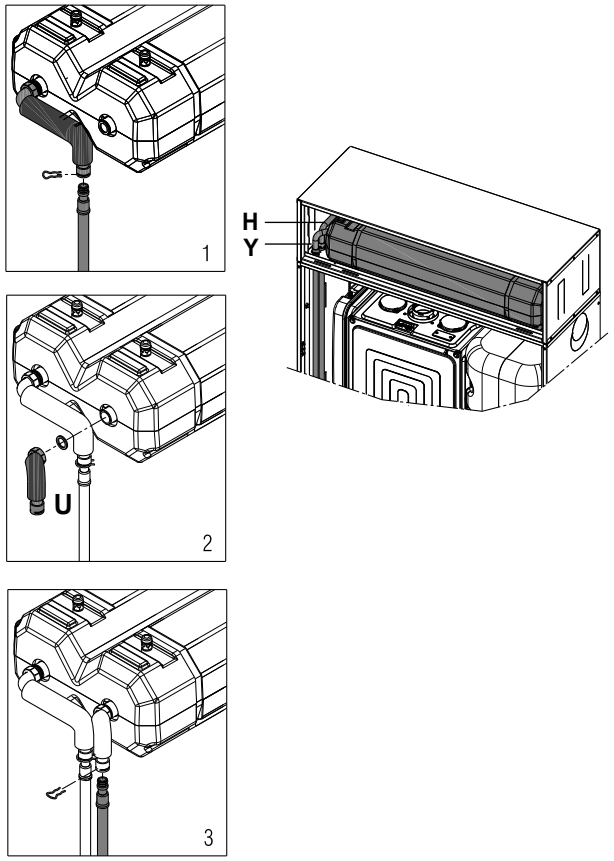

fig. 45
- Inserire l’accumulo inerziale nel vano tecnico facendo attenzione a non danneggiare la coibentazione (fig. 45)
- montare il tubo **U** (fig. 45-2) sulla connessione anteriore dell’accumulo inerziale interponendo la guarnizione fornita a corredo (fig. 45)